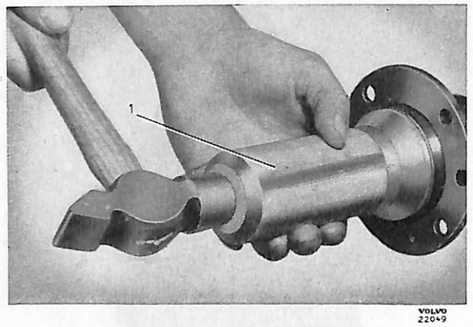

Bild 27. Mont. av lagerring.
3. Packa in drivaxellagren med ett långtidsfett av högsta kvalitet och montera drivaxlarna (11). Driv in yttre lagerringarna med monteringshylsa SVO 1807, bild 27.